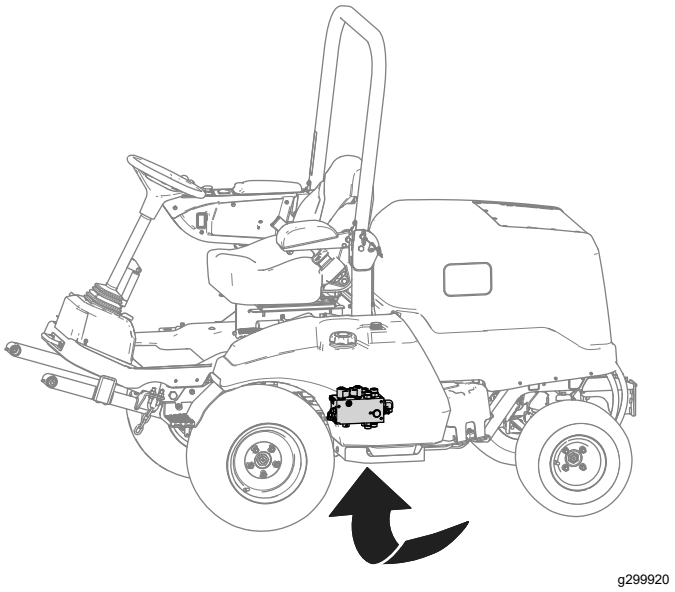

Figur 20
3. Find løftemanifolden under maskinen (Figur 20).